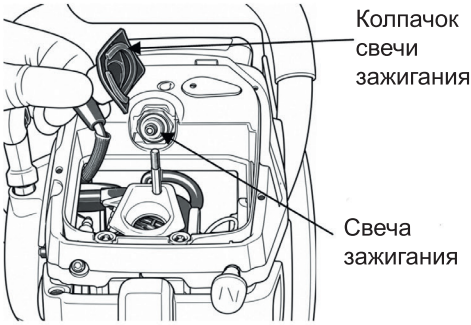

Рис. 30
2. Снимите колпачок свечи зажигания (Рис. 30)